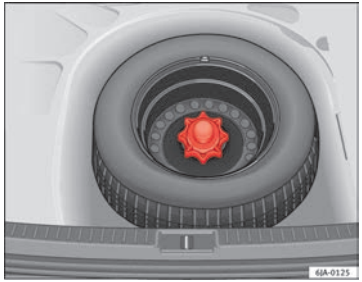

Fig. 130 Compact temporary spare wheel: raised floor panel
- Lift and hold up the floor panel to remove the temporary spare wheel ⇒ Fig. 130.